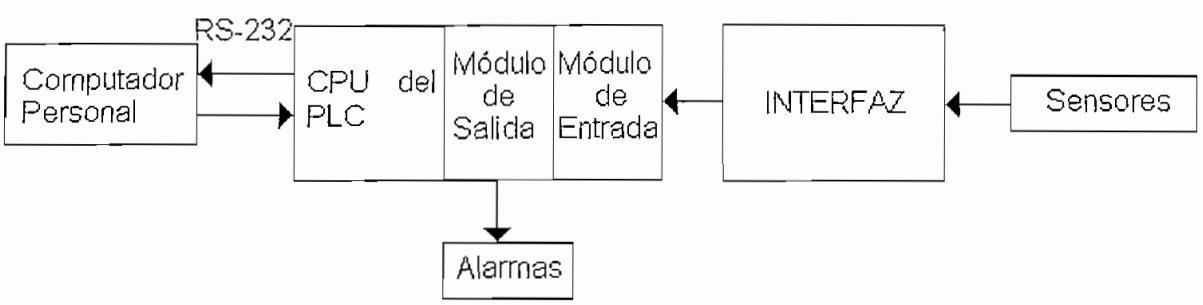

Figura 1.9
8) Mejorando la alternativa anterior se añade un computador dedicado al PLC, que se resume en el diagrama de bloques de la Figura 1.9.